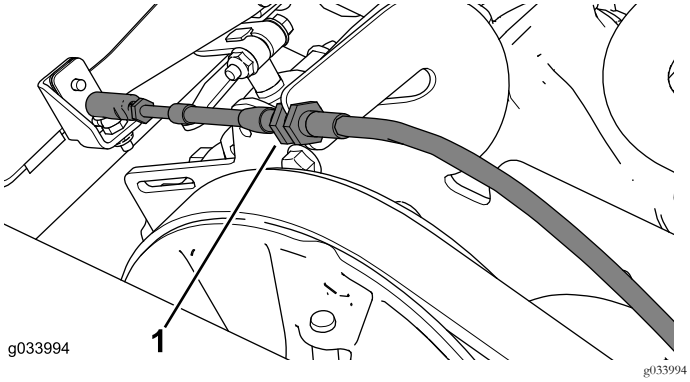

Figure 10
4. Débranchez le câble de changement de vitesse et retirez-le du support du câble de changement de vitesse (Figure 10).